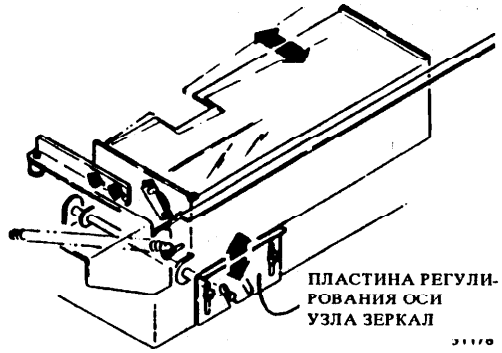

Рис. 3 Перемещение пластины регулирования оси узла зеркал
9. (Рис. 3): ослабить два винта на регулировочной пластине оси узла зеркала.
10. (Рис. 3): передвинуть пластину вверх или вниз примерно на 1 мм; затянуть два винта.